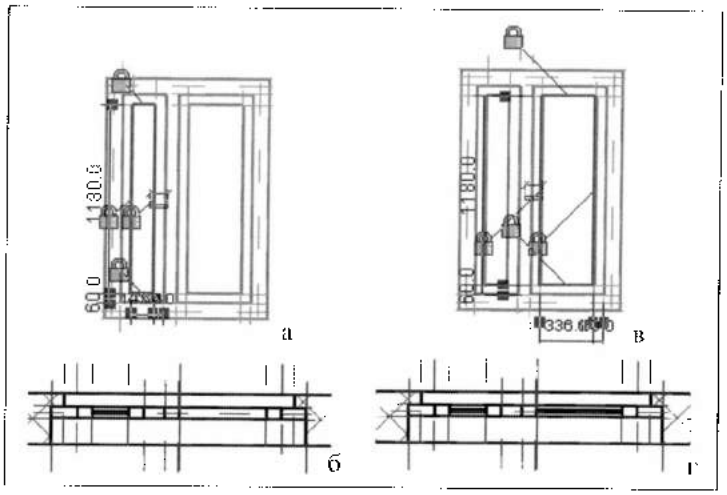

Рис. 18.13. *Создание объемной формы для стекол*
8. На ленте в разделе **Draw** выбрать инструмент **Rectangle** и нарисовать прямоугольный контур, задающий стекло в левой створке, используя точки пересечения опорных плоскостей, определяющих ширину *D* рамы. Сегменты полученного контура зафиксировать (рис. 18.13,а).
9. На ленте в разделе **Extrusion** нажать **Finish Extrusion**. Будет создано стекло в левой створке (рис. 18.13).
10. Повторить пункты 8 и 9 для построения стекла в правой створке (рис. 18.13в, г).